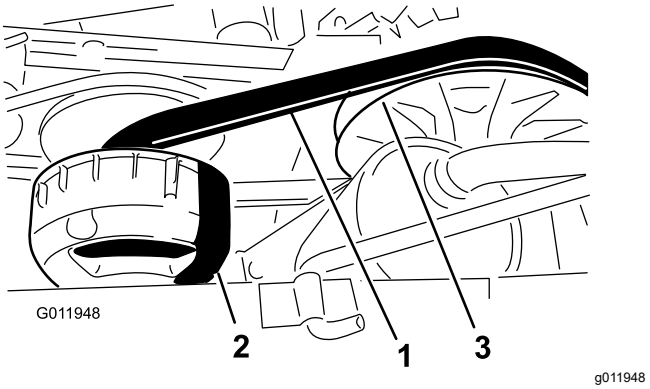

Figur 70
4. Roter og inspiser remmen (Figur 70) for overdreven slitasje eller skade.
3. Vri og før remmen over den sekundære clutchen (Figur 70).
4. Ta remmen av den primære clutchen (Figur 70).
5. Tilpass den nye remmen over den primære clutchen (Figur 70).
6. Vri og før remmen over den sekundære clutchen (Figur 70).